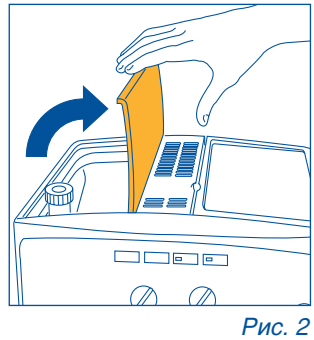

Рис. 2
- Откройте крышку контейнера для кофе в зернах, рис. 2.